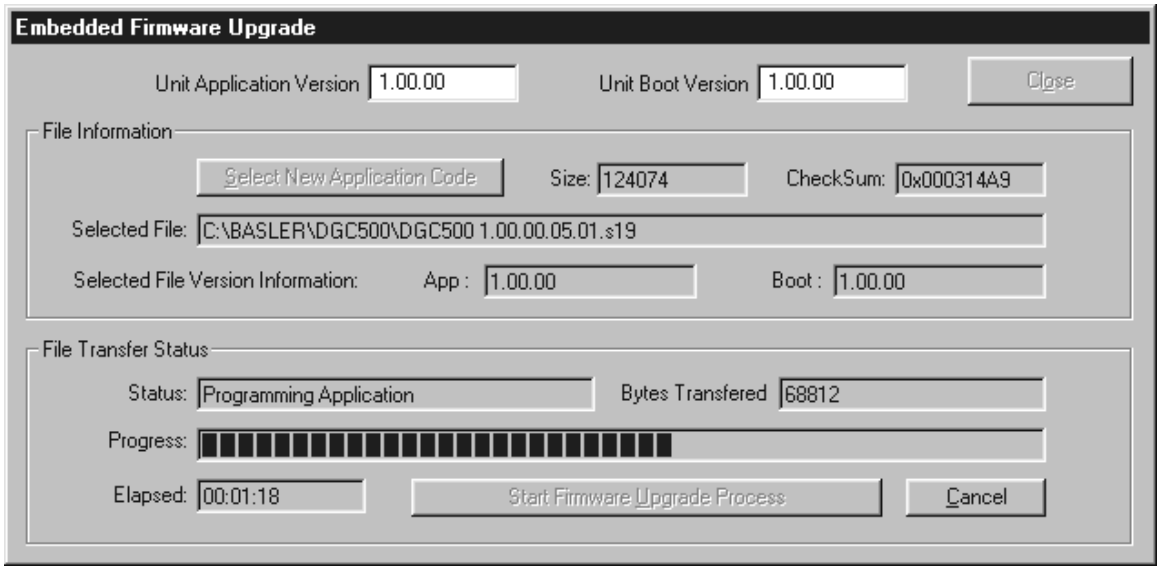

Figure 4-31. File Transfer Status
4. Click the Start Firmware Upgrade Process button. The Erase Application Code!!!! and Save Settings Before You Continue!!!! dialog boxes appear and confirm that you want to continue. Click Yes in both dialog boxes to begin transferring the firmware file to the DGC-500. The file transfer status is displayed in the Embedded Firmware Upgrade dialog box (Figure 4-31).